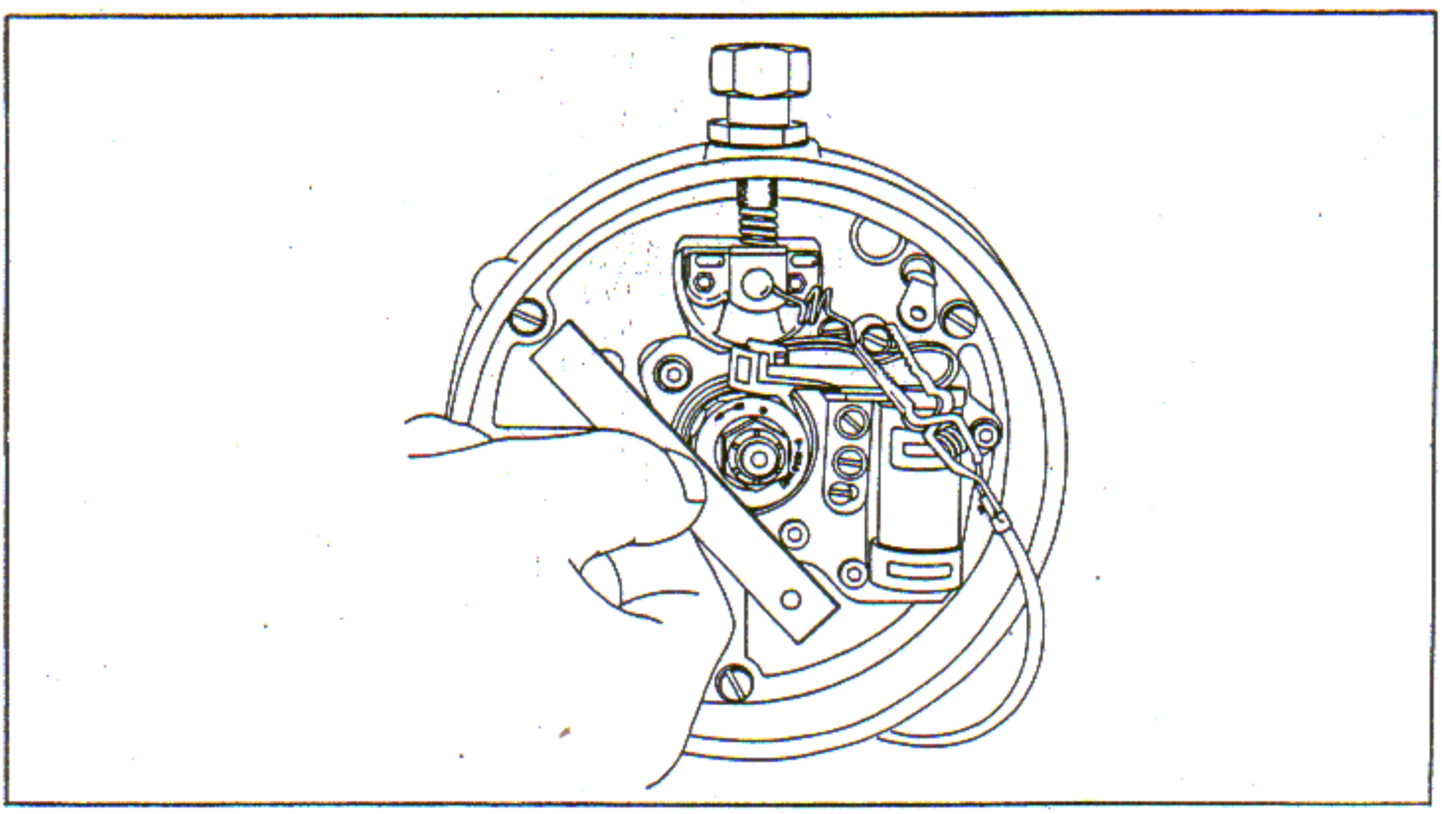

Figure 8-27. Aligning Step on Cam to Timing Post with Straight Edge
m. Lubricate the magneto drive shaft coupling splines and the magneto drive gear splines as instructed in paragraph 7-2, step k. Align the step on the cam with the mark on the timing post using a straight edge. See figure 8-27. Place the magneto on the mounting studs and rotate it to its extreme clockwise position. The points should be closed. Move it to the extreme limit of travel in the counterclockwise direction. The points should be open. If these requirements are satisfied, secure the magneto lightly to the engine, positioned in the extreme clockwise limit of travel.